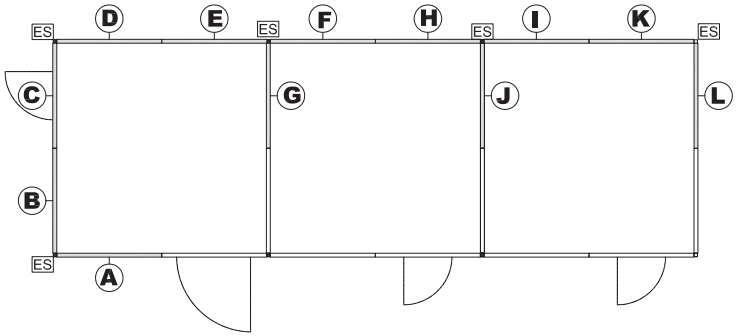

Fig. 30 Secuencia de instalación
* Forme la siguiente esquina con un panel paso (L) fijando el elemento esquinero entre los dos paneles pasos (K) y (L).
* Fig.30 y 31 (ver página 24).